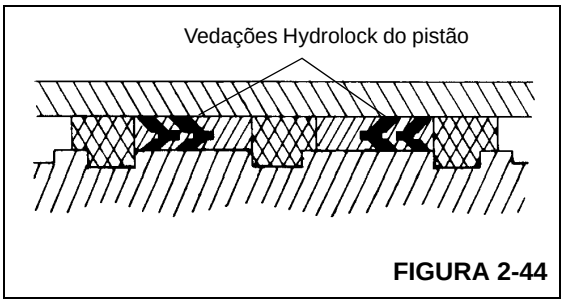

FIGURA 2-44
9. Instale as vedações Hydrolock de reposição Figura 2-44 na parte externa do pistão. Verifique se os dois “vês” nas vedações hydrolock apontam um para o outro.